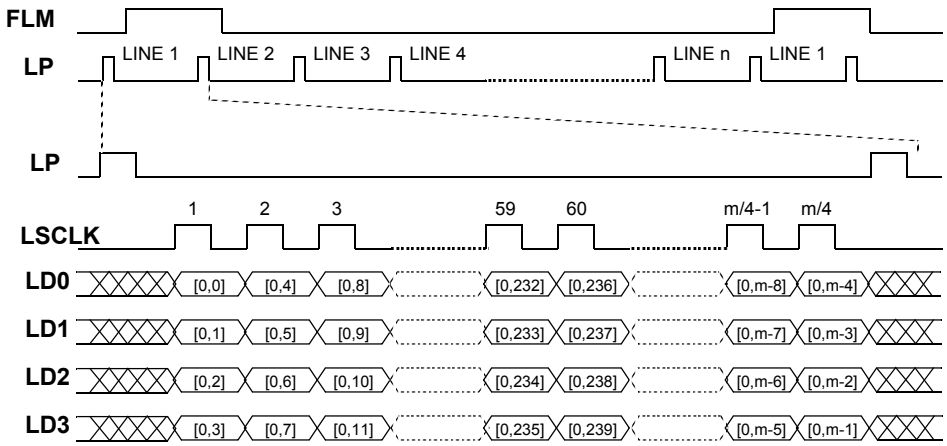
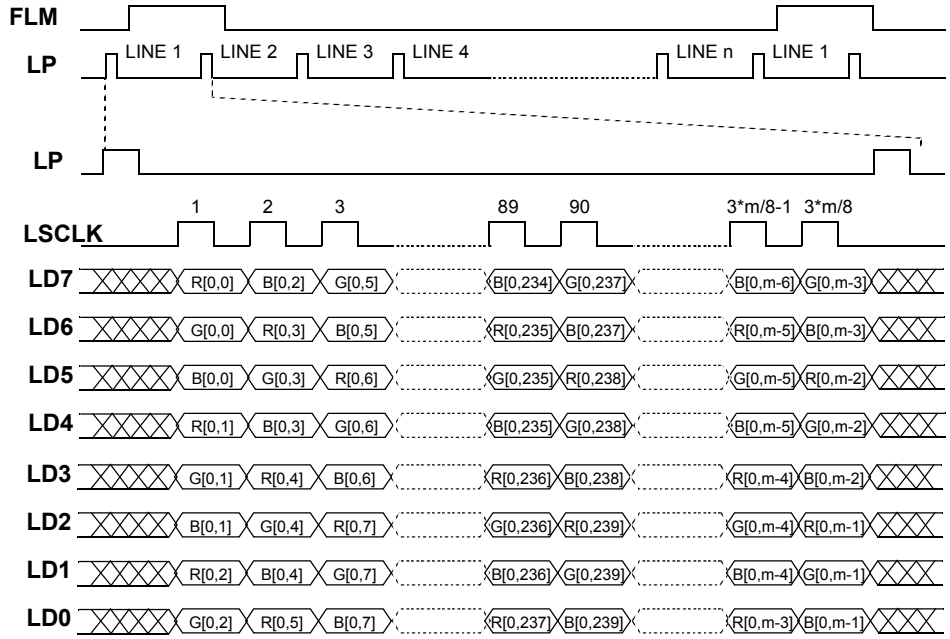

Figure 19-10. LCDC Interface Timing for 4-bit Data Width Gray-Scale Panels
Figure 19-11. LCDC Interface Timing for 8-Bit Data Passive Matrix Color Panels
Figure 19-10 shows the LCD interface timing for monochrome panels and Figure 19-11 shows the LCD interface timing for passive matrix color panels. Signal polarities are shown positive, however it can be reversed by clearing the bits in the Panel Configuration Register (PCR). The data bus timing for passive panels is controlled by the shift clock (LSCLK), line pulse (LP), first line marker (FLM), alternate crystal direction (ACD), and line data (LD) signals. Operation of the panel interface is accomplished in the following steps:
The LD bus width is programmable to 1, 2, 4, or 8 bits in monochrome mode (the COLOR bit in the Panel Configuration register is set to 0). Data is justified to the least significant bits of the LD [15:0] bus. Passive color displays use a fixed 2-2/3 pixels of data per 8-bit vector as shown in Figure 19-11 on page 19-13.